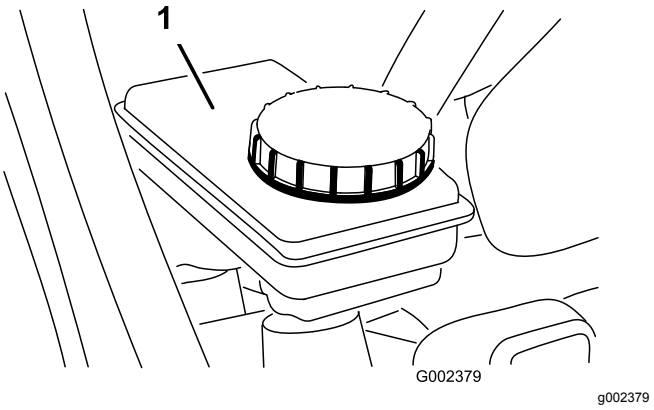

Figur 55
5. Vätskenivån ska nå upp till markeringen Full i behållaren (Figur 55).
6. Om vätskenivån är låg ska du göra rent runt locket på behållaren, ta bort locket och fylla på behållaren med angiven bromsvätska upp till rätt nivå (Figur 55).